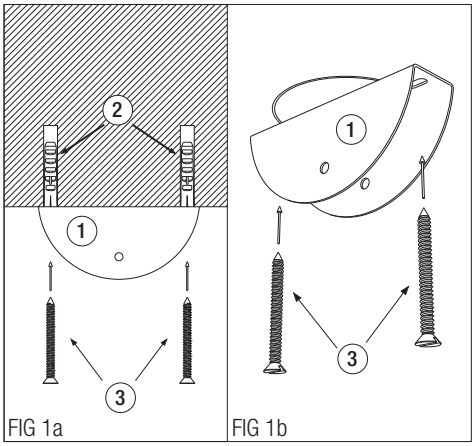

FIG 1a FIG 1b
* Para montagem em laje de concreto (fig 1a), perfure a mesma usando broca de vídia de 8 mm, tomando o devido cuidado com caixas de passagem e conduítes e utilize as buchas ② (fornecidas com o produto). Só prenda o suporte diretamente na caixa de passagem se esta for metálica e estiver em boas condições e sem ferrugem.
* Em viga de metal faça dois furos passantes e prenda o suporte ① com parafusos de 6 mm, porcas e arruelas de pressão adequadas (não fornecidas com o produto).